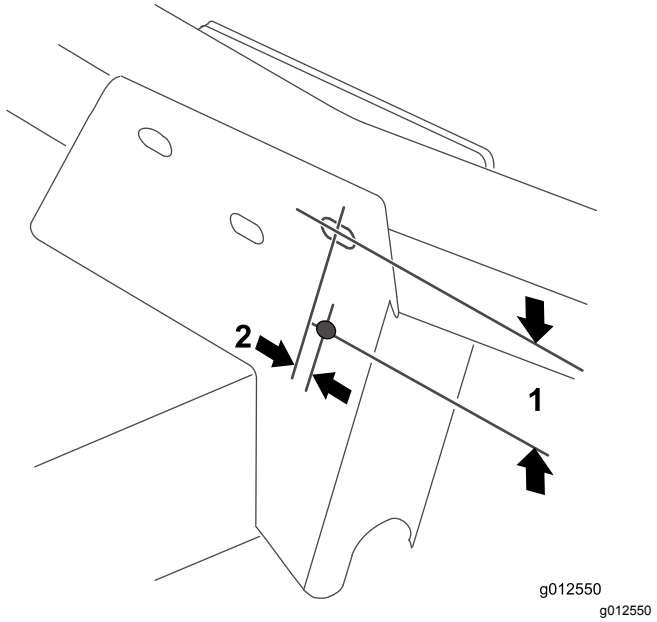

図 22
1. 図 22 に示す寸法に従って、右前キャスタアームブラケットの両方の壁に、直径 8.7mm の穴を1つ開ける。